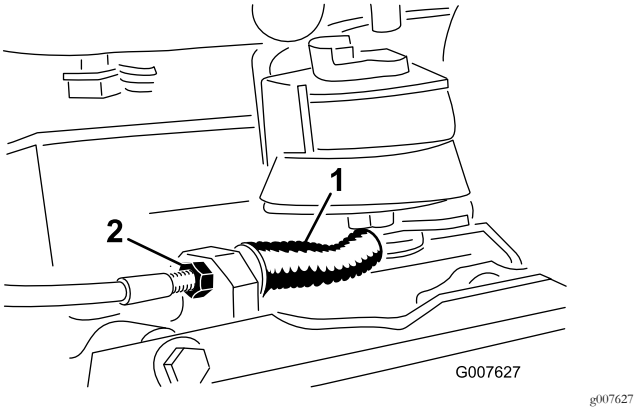

Rysunek 34
- Aby zmniejszyć napięcie linki, poluzuj przednią przeciwnakrętkę linki i dokręć tylną przeciwnakrętkę (Rysunek 34). W razie potrzeby powtórz kroki 1 i 2 i ponownie wyreguluj napięcie.
- Aby zwiększyć napięcie linki, dokręć przednią przeciwnakrętkę linki i poluzuj tylną przeciwnakrętkę (Rysunek 34). W razie potrzeby powtórz kroki 1 i 2 i ponownie wyreguluj napięcie.